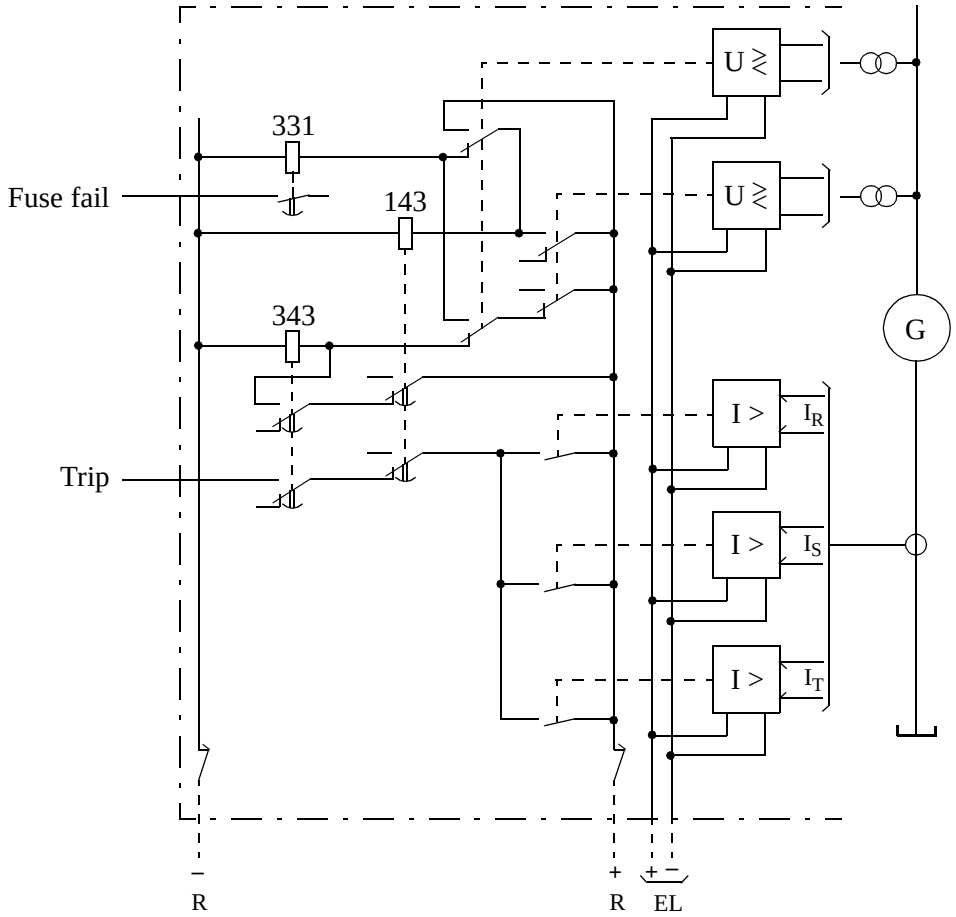

Fig. 23 Dead machine protective relay RAGUA. Simplified diagram
The three-phase, static, high speed relay type RAGUA is shown in Fig. 23. The three overcurrent units RXIB 2 with operate time about 4 ms initiate instantaneous tripping, if the generator terminal voltage is below set operate value of the two undervoltage units RXEG 2. The timer, pos 143, prevents blocking of the instantaneous function by the transient voltage pulse, which will appear on the machine terminals when the breaker is inadvertently closed. The timer, pos. 343, is activated when the generator is in service and the set time delay prevents faulty operation of the relay on nearby faults. The RXSF 1 relay, pos. 331, operates if the voltage to one of the undervoltage units, RXEG 2, is lost.